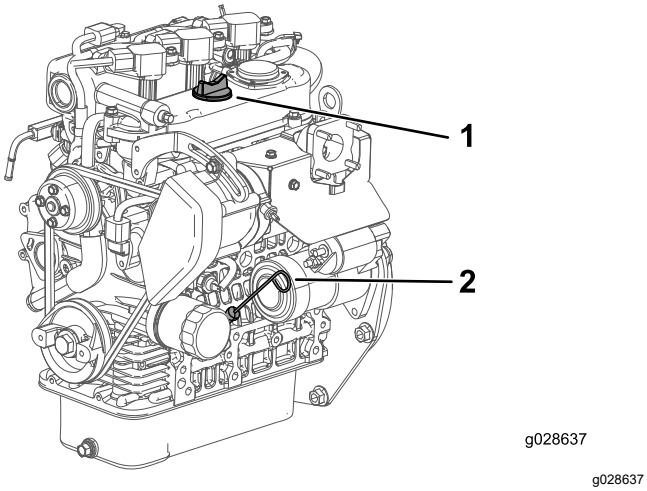

Figura 35
4. Retire la varilla y límpiela con un paño limpio (Figura 35).
5. Introduzca la varilla en el tubo asegurándose de que quede bien asentada (Figura 35).
6. Retire la varilla y compruebe el nivel de aceite (Figura 35).
7. Si el nivel de aceite es bajo, retire el tapón de llenado (Figura 35) y añada suficiente aceite para elevar el nivel a la marca Lleno de la varilla.
8. Coloque la varilla firmemente (Figura 35).